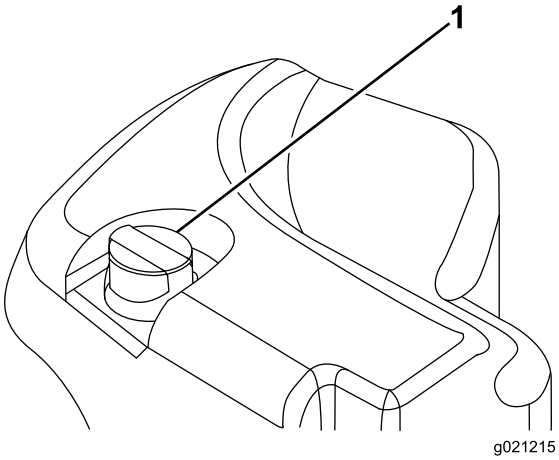

Figuur 32
2. Reinig de omgeving van de vulbuis en de dop van de hydraulische tank (Figuur 32).